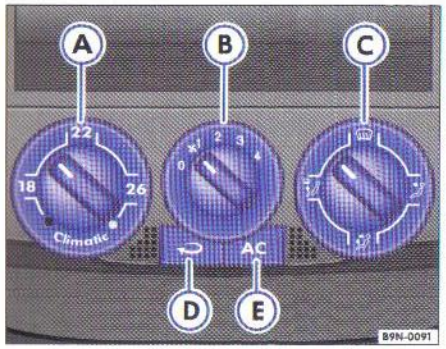

Fig. 51 În tabloul de instrumente: Elementele de comandă ale Climatic
– De la regulatoarele ⇒ fig. 51 Ⓐ şi Ⓒ şi de la comutatorul Ⓑ se reglează temperatura, distribuţia aerului şi treptele ventilatorului.
– Dezactivaţi instalaţia de răcire de la tasta ⇒ pagina 72, fig. 51" AC (se aprinde lampa din tastă).
– Rotiţi regulatorul de temperatură ⇒ pagina 72, fig. 51" Ⓐ spre dreapta, până se atinge temperatura dorită.
– Dezactivaţi instalaţia de răcire de la tasta ⇒ pagina 72, fig. 51" AC (lampa din tastă *trebuie* să se aprindă).
- Când regulatorul ⇒ pagina 72, fig. 51" Ⓒ se află în poziţia (spre partea de sus a corpului), trebuie să fie deschisă cel puţin o gură de ventilaţie, altfel instalaţia de răcire poate îngheţa. ◀
Prin recircularea aerului ⇒ pagina 72, fig. 51" se va împiedica pătrunderea mirosurilor neplăcute din atmosferă în interiorul autovehiculului, de ex. la traversarea unui tunel sau în timpul unui ambuteiaj.